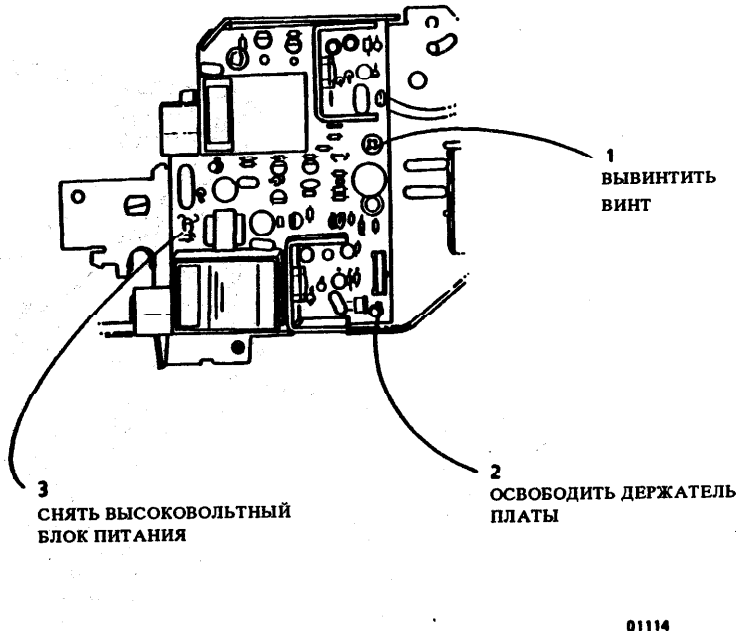

Рис. 1. Снятие высоковольтного блока питания
2. (Рис. 1): снять высоковольтный блок питания.